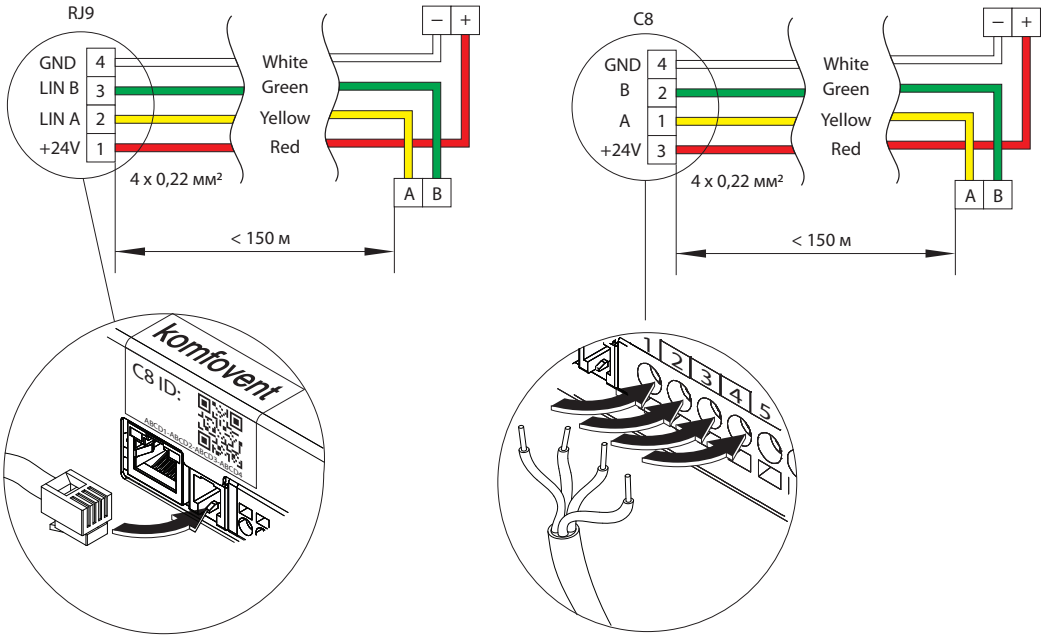

Рис. 14. Электрическая схема провода пульта
- Пульт управления (см. Рис. 14)
- **Выходы TG1 (6–8)** – питание и сигнал управления для привода клапана для смешивания воды наружного теплообменника или для наружного охладителя/нагревателя прямого испарения (DX). В зависимости от настроек «Внешнего теплообменника» (см. «Руководство пользователя Domekt»), управление приводом клапана осуществляется по сигналу отопления или охлаждения. Также здесь может быть подключен наружный преднагреватель, необходимый для защиты теплообменника CF от обледенения.